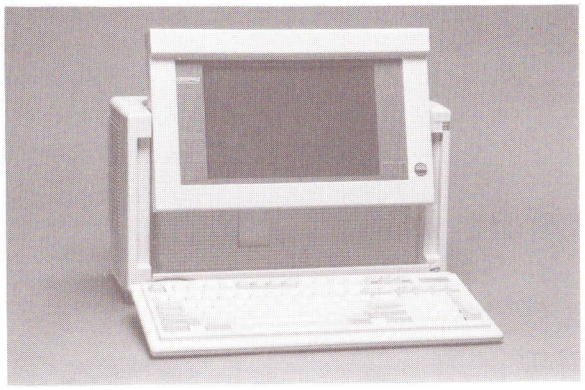

Abb. 2-6: Der Plasmabildschirm in hochgeklappter Stellung
8. Stellen Sie den Bildschirm in den gewünschten Blickwinkel (Abb. 2-6).